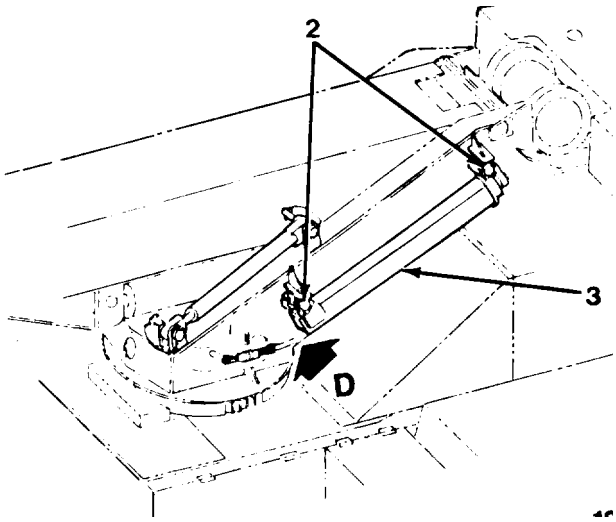

Figure 5-4. *Storage Location D*
a. Remove two pins (2) and mast (3) from storage location D (Figure 5-4) on left side of upperstructure. Store two pins (2) in tool box for future use.